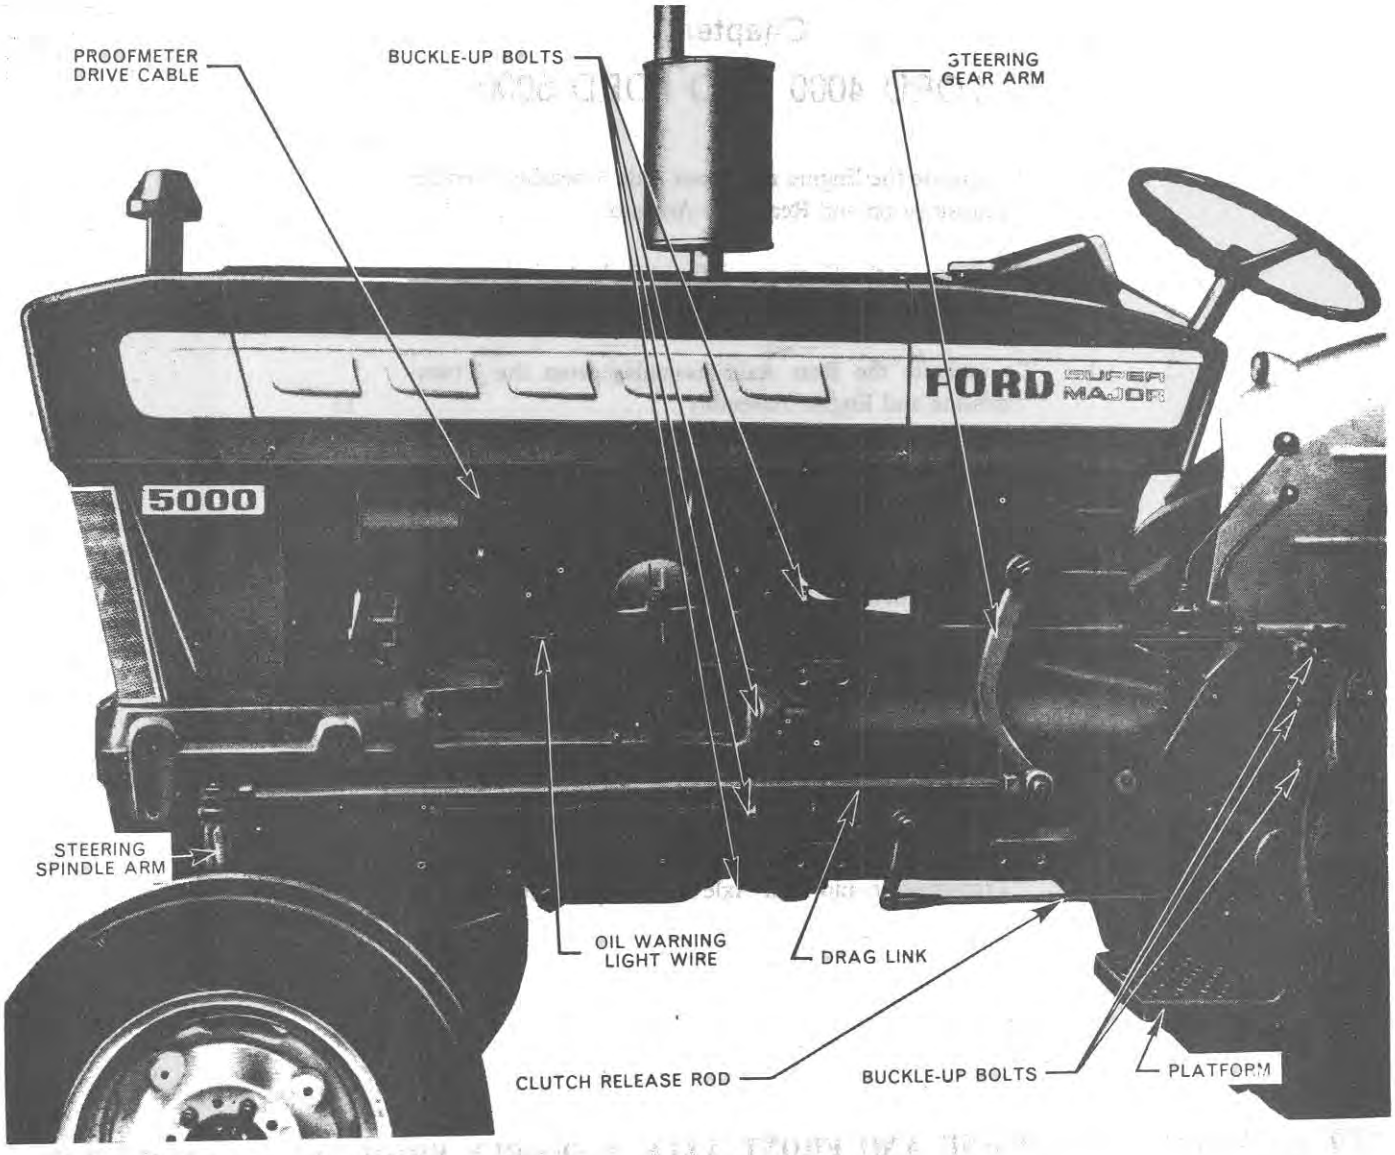

Figure 5
7. Remove the screw retaining the left-hand steering gear side cover, Figure 5.
8. Remove the locknut securing the steering drag link to the steering gear arm, Figure 5, and force the tapered pin from the tapered bore in the arm using a suitable separator.
12. Reconnect the proofmeter drive, Figure 5, to the rear of the generator.
14. Reconnect the left-hand steering drag link, Figure 5, to the steering gear arm. Tap the tapered pin into the tapered bore of the steering gear arm and secure with the locknut. Tighten to the specified torque (see Specifications Section).
7. Remove the five bolts (four bolts on the Ford 4000), in each of the left-hand and right-hand platforms and remove the platforms from the rear axle centre housing, Figure 5.
8. Remove the cotter pin and clevis pin from the clutch release arm and disconnect the clutch operating rod, Figure 5.